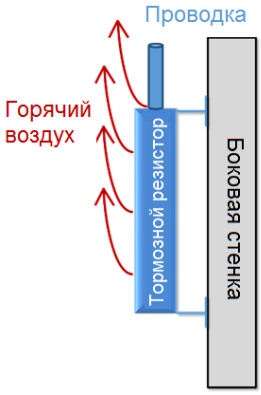

Рис. 7-10
- При вертикальном монтаже тормозного резистора проводка его подключения не должна проходить сверху него (см. рис. 7-10)